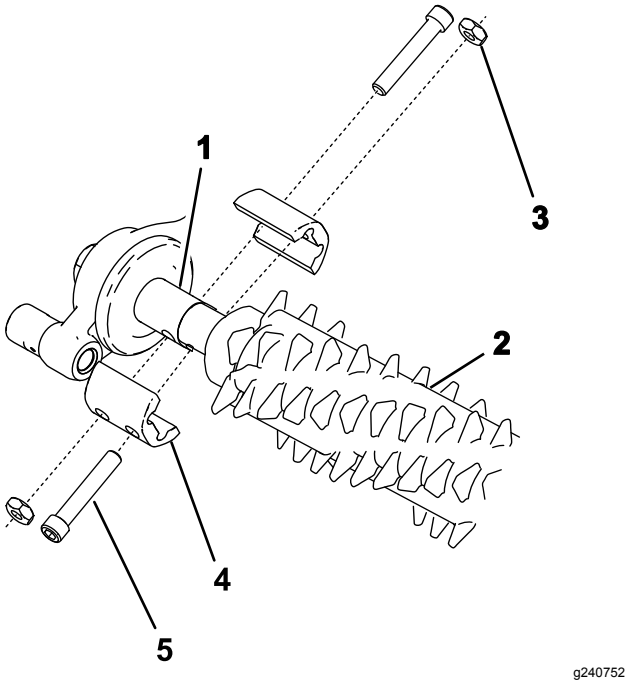

Figur 18
2. Rikta in trimmaren med de korta drivaxlarna till trimmardrivningens låda och mellanremskivenheten (Figur 18).
3. Montera trimmaren på maskinen enligt Figur 18 och dra åt skruvarna.